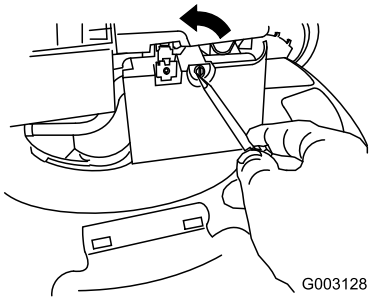

Figur 35
2. Brug en skruetrækker til at åbne luftfilterdækslet (Figur 35).